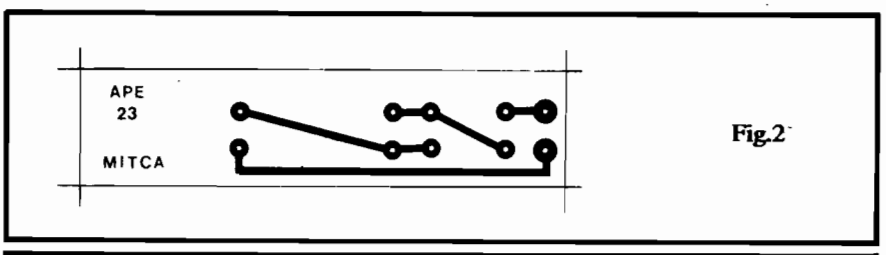

Fig.2
- **FIG. 2 - Lay out**, em tamanho natural, do Circuito Impresso específico para a montagem do MITCA. Não pasa de uma "tripinha" de fenolite (dá para aproveitar qualquer pequeno retalho de placa que o Leitor/Hobbysta tenha sobrando aí, na sua sucata...), com poucas ilhas e pistas. Quem nunca tentou **fazer** uma plaquinha, tem nesse **lay out** pequeno e simples, uma boa razão para "começar", sem medo,usando qualquer das técnicas tradicionais de confecção. É **importante** ao Leitor/Hobbysta sem muita prática, consultar com atenção às INSTRUÇÕES GERAIS PARA AS MONTAGENS, na busca de essenciais informações e conselhos (estão em página "permanente", lá no começo da Revista...). Quem optar pela aquisição do MITCA em KIT, já receberá sua plaquinha pronta, protegida, furada e demarcada, com o que as grandes facilidades da MINI-MONTAGEM ficarão ainda maiores... De qualquer modo, trata-se de uma placa específica que dá para ser feita "com uma das mãos amarradas às costas..."